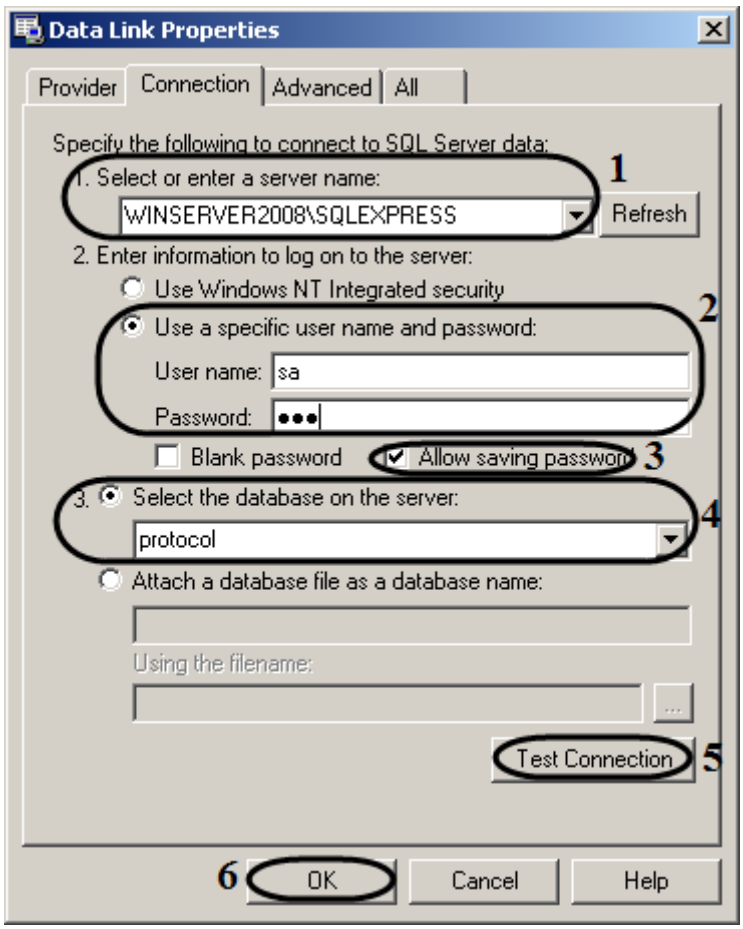

Figure 12.10-11 Connecting to SQL Server
9.1. Select a server name in the "Select or enter a server name" dropdown list (Figure 12.10-11, 1).
9.2. Specify the user name in the “User name” field and specify the password in the “Password” field (Figure 12.10-11, 2).
9.3. Set the “Allow saving password” checkbox (Figure 12.10-11, 3).
9.4. Select the “protocol” database in the “Select the database on the server” dropdown list (Figure 12.10-11, 4).
9.5. Click the "Test connection" button (Figure 12.10-11, 5)